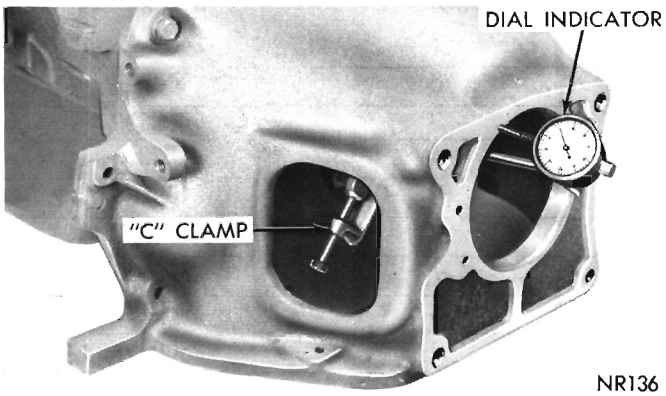

Fig. 20—Measuring Clutch Housing Face Squareness
(1) Relocate Dial Indicator (Fig. 20) and rotate fly-